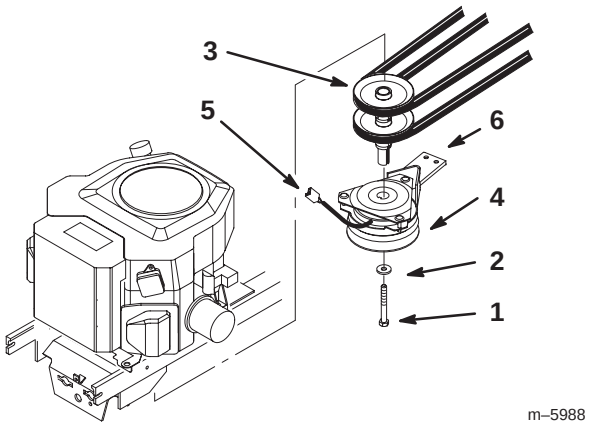

Figure 8
3. Unplug the clutch terminal and remove the electric clutch and the engine pulley (Fig. 8). Save the washer and discard the bolt.
8. Install the electric clutch and new engine pulley. Use existing washer and new bolt (7/16 x 5–1/2 in.) (Fig. 8).
9. Plug in the clutch terminal (Fig. 8).